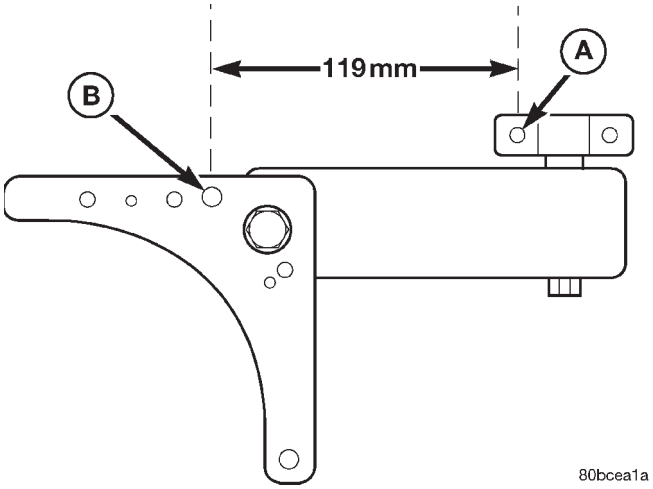

Abb. 137 Motorposition messen
(3) Vorsichtig eine nach oben gerichtete Kraft anwenden, durch die sich die Oberseite des Motors so weit nach hinten drehen kann, daß der Abstand zwischen der Mitte des hintersten Stehbolzens am Träger der Motoraufhängung (Punkt "A") und der Mitte der Bohrung für den Clip des Waschanlagenschlauchs am Träger am Federbeindom (Punkt "B") 119 mm (4,70 Zoll) beträgt (Abb. 137).